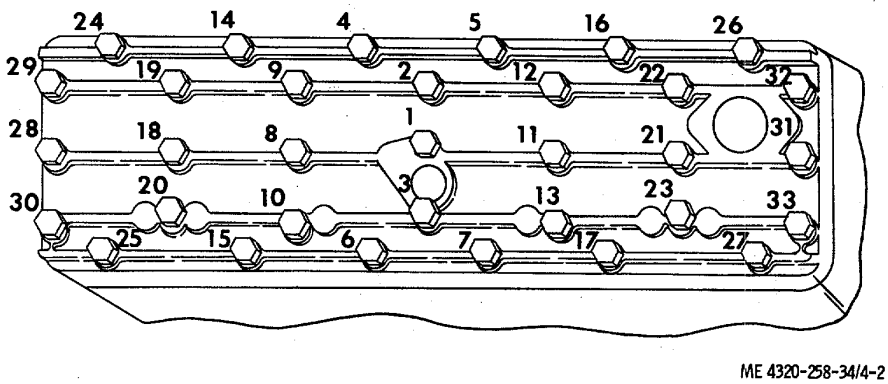

Figure 4-2. Cylinder head cap screw tightening sequence.
(1) Remove all carbon from combustion areas with a scraper and wire brush. Clean all remaining residue from the cylinder head with cleaning solvent (FED. Spec. P-D-680). Dry with clean, dry compressed air.
(2) Clean the top of the cylinder block with a scraper and a cloth dampened in cleaning solvent (FED. Spec. P-D-680). Be very careful not to get dirt in the cylinders or water jacket.
(3) Inspect the cylinder head for cracks, corrosion, damaged threads, plugged water ports, or other defects.
(4) Check flatness lengthwise with a straightedge and feeler gage. The maximum, permissible low spot is 0.012 inch in the center, gradually decreasing toward the ends. Check flatness lengthwise at each edge and in the middle of the head.
(5) Check flatness crosswise with a straightedge and a feeler gage. The maximum permissible low spot is 0.003 inch in localized areas. Check flatness crosswise at each end and between each combustion chamber.
(6) Inspect cylinder head studs for looseness or damaged threads.
(7) Replace the gasket, hoses, and defective parts.
c. Installation. Using a new head gasket, install head in reverse order of removal. Tighten the cylinder head screws in the sequence shown in figure 4-2. Torque to 35 to 40 foot-pounds.